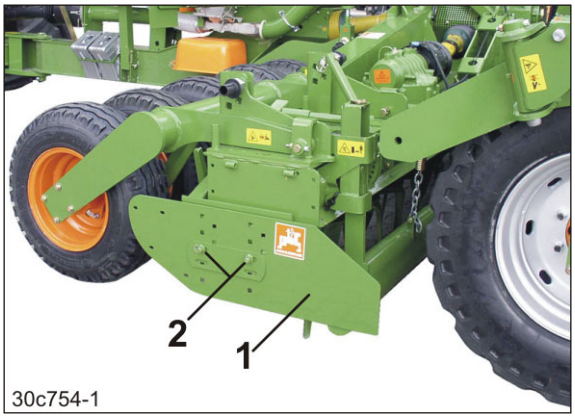

Fig. 161
1. Løsn møtrikkerne (Fig. 161/2).
2. Skru sidestyrepladerne (Fig. 161/1) fast.